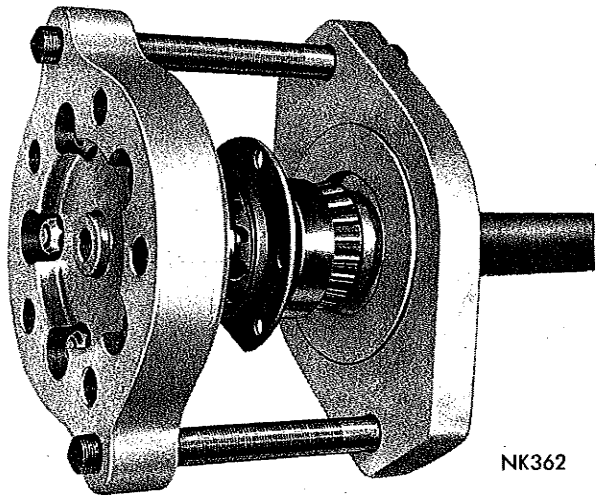

*Fig. 13—Installing New Bearing and Collar*
(1) Install retainer plate and seal assembly on axle shaft.
(2) Install a new axle shaft bearing cup, cone and collar on shaft using Tool C-3971 (Fig. 13) and tighten